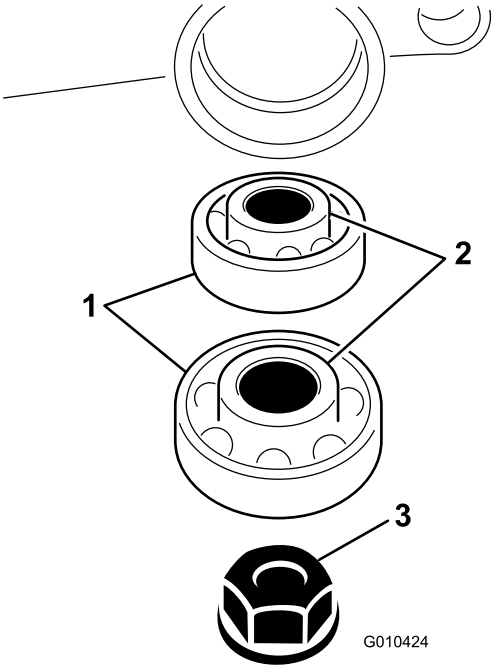

Bild 10
10. Setzen Sie die Lager auf die Groomerwelle im Groomergehäuse (Bild 10).
11. Befestigen Sie die Groomerwelle mit einer Mutter (3/8") am Groomergehäuse, wie in Bild 10 abgebildet.